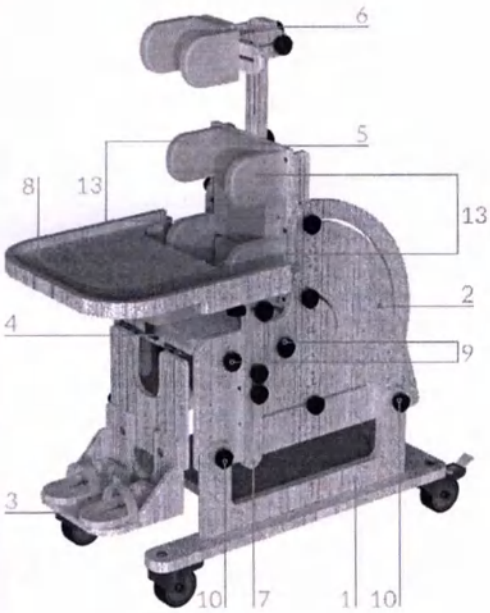

Рис. 2 – Общий вид опоры
Опора (рис. 2) состоит из основания (1) на котором размещены две боковины (2). К боковинам крепятся подлокотники (7) со столиком (8) и ложе, состоящее из следующих элементов: узел подножки (3), узел сиденья (4), узел спинки (5) и узел подголовника (6).
Спинка (рис. 2 и 8)
Сиденье (рис. 2, 7 и 8)